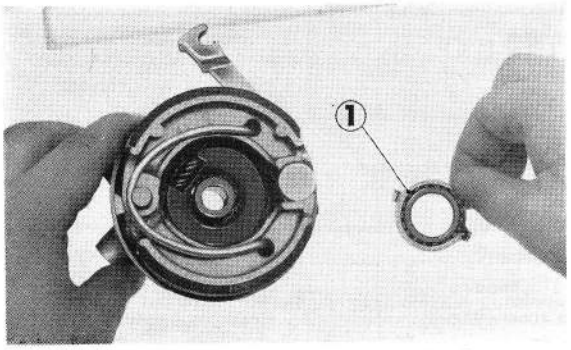

**Figure 4-3 : ① pignon de commande du tachymètre.**
5. Séparer du plateau de frein le pignon de commande du tachymètre. (figure 4-3)